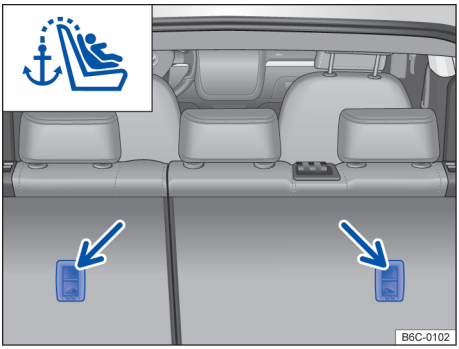

Fig. 43 Olhais de retenção para o cinto de fixação superior no lado de trás do banco traseiro.
– Caso seja fornecido juntamente com a cadeira de criança, colocar o cinto de fixação superior (Top Tether) da cadeira de criança entre o encosto do banco traseiro, fixando-o no terminal de engate existente na parte posterior do encosto do banco → Fig. 43.